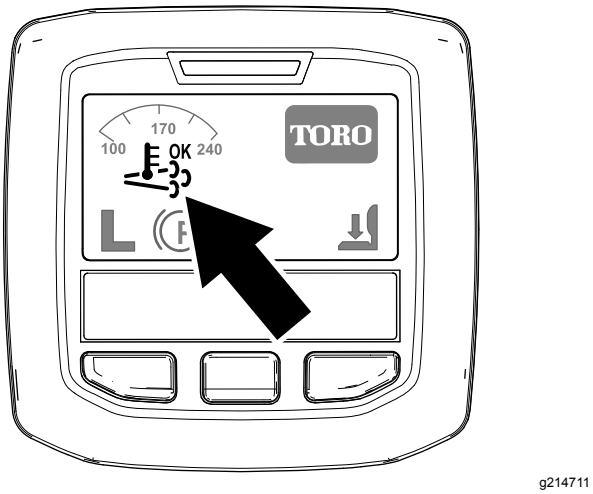

**Figur 38**
- Symbolen för stöd-/återställningsregenerering visas i InfoCenter (Figur 38).